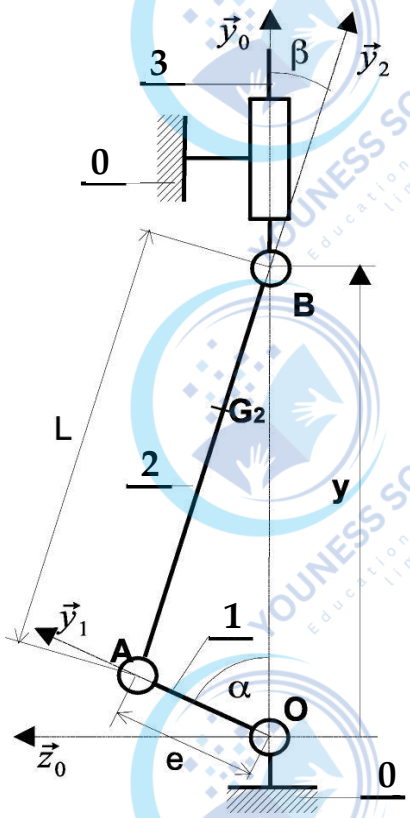

Figure 1 : Schéma cinématique
Le système bielle-manivelle, faisant l'objet de l'étude, s'insère dans un micro-moteur 2 temps de modélisme et permet de transformer la translation du piston (3) en une rotation de la manivelle (1) **a**utour de l'axe $(O,\vec{x}_0)$. Une modélisation cinématique du système est proposée sur la fig. 1.